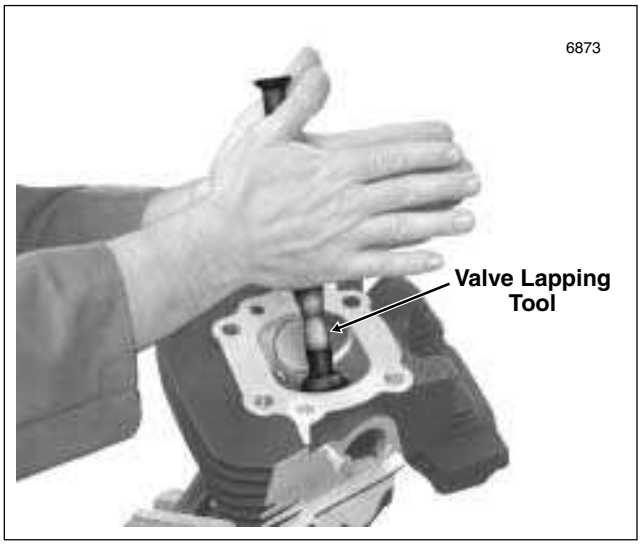

Figure 3-79. Oscillate Tool to Create Contact Area
b. Holding shank of tool between the palms of both hands, oscillate the tool back and forth a few times. See Figure 3-79.